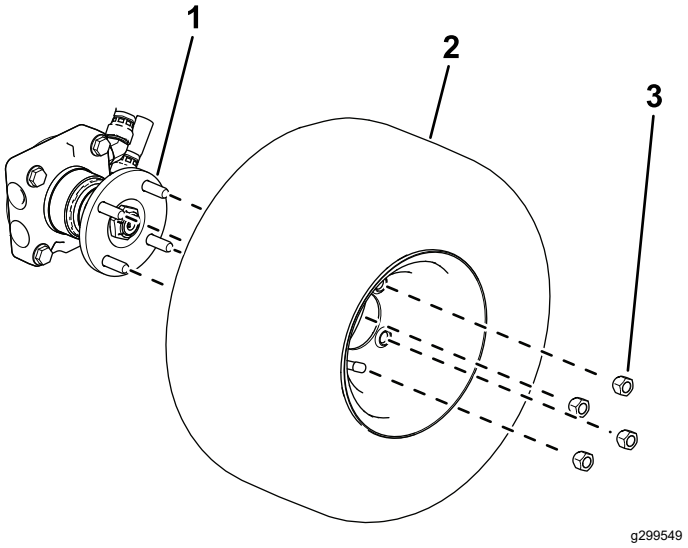

Figuur 3
1. Gebruik 4 wielmoeren om het wiel aan de wielnaaf te bevestigen (Figuur 3).